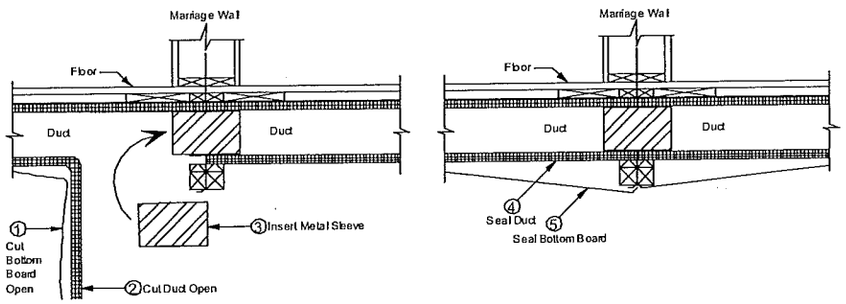

Figure 37. *In-floor duct with crossover using metal sleeve*
Join duct board ducts with a metal sleeve as follows (**Figure 37**):
2. **Open duct.** Create an opening in the duct by cutting the duct board as shown in **Figure 37**.